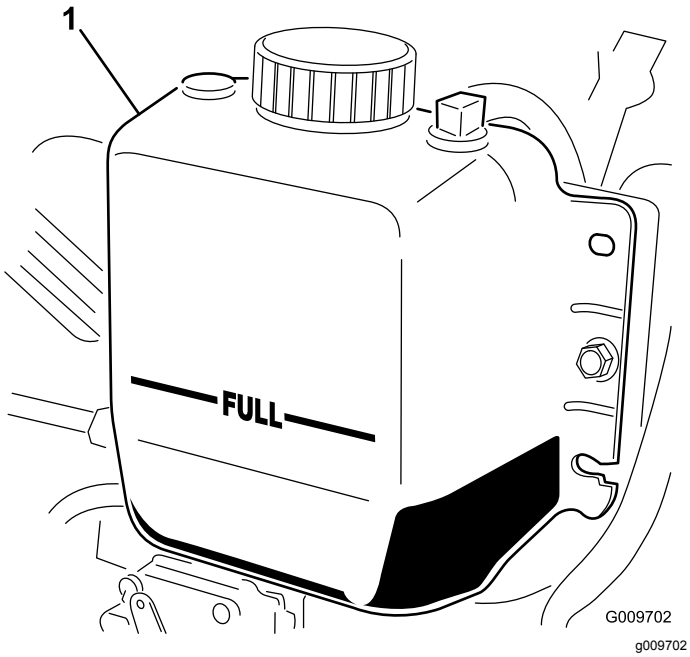

Figur 89
3. Kontroller kølervæskestanden i køleren. Køleren bør fyldes til toppen af påfyldningsstudsen, og ekspansionsbeholderen bør fyldes til FULL-mærket (Figur 89).